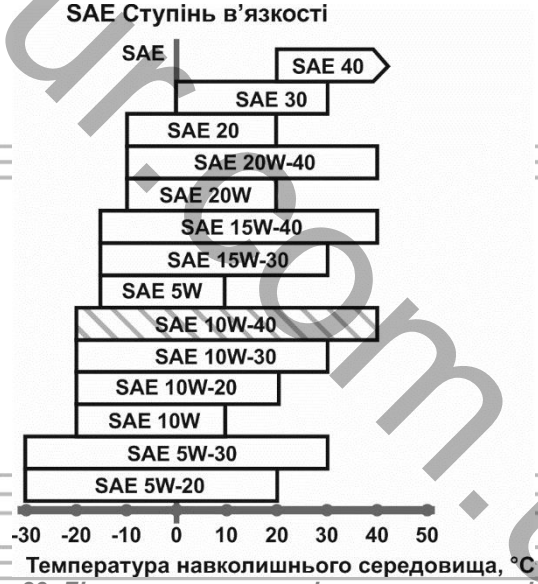

Рисунок 23. Діаграма залежності типу мастила від температури середовища
4. Після напрацювання двигуном 50 годин замініть мастило, попередньо здійснивши додаткову промивку картера двигуна: влийте 14,0 л мастила і дайте можливість попрацювати двигуну на протязі 5–10 хвилин. Злийте промивальне мастило, замініть мастильний фільтр і влийте свіже моторне мастило. Використовуйте для промивки мастило, виходячи з температури навколишнього середовища. (див. рис. 23).